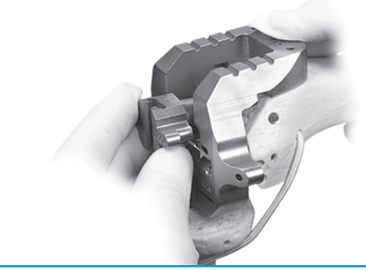

Fig. 43
- Insert the stem/bushing assembly into the RH Knee Notch/Chamfer Guide **(Fig. 43)**, ensuring that the proper "R" or "L" (right or left) designation is showing anteriorly.